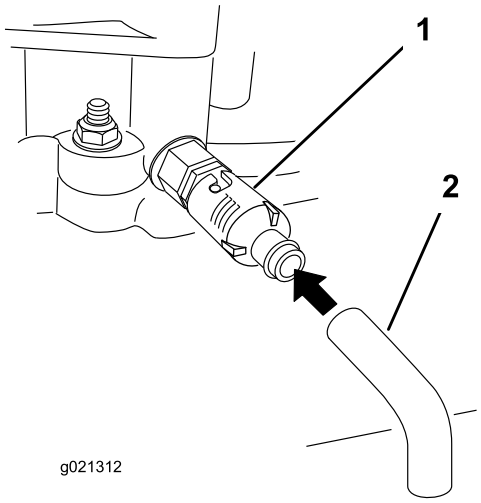

Figur 24
5. Placer en bakke under dræningsslangen. Drej oliedræningsventilen, så olien kan løbe ud (Figur 24).
7. Tag dræningsslangen af (Figur 24).